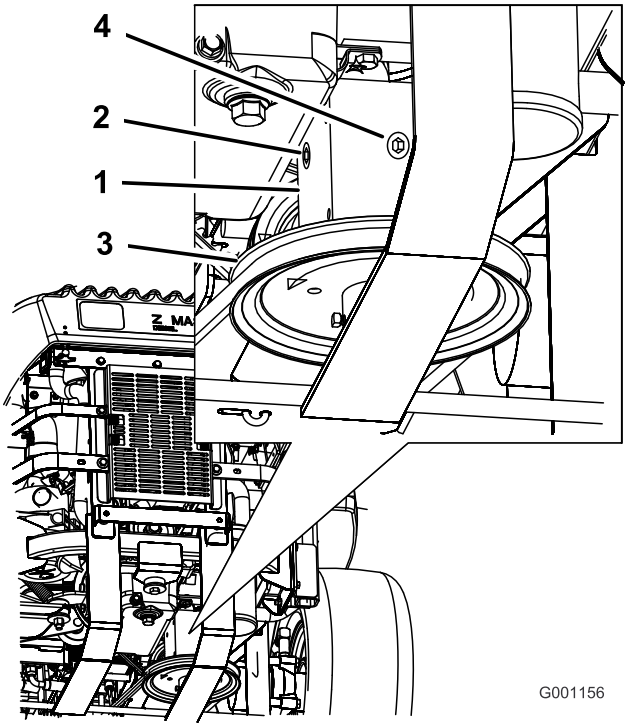

**Figur 58**
4. Fjern proppen på siden af eller bag på gearkassen (Figur 58).